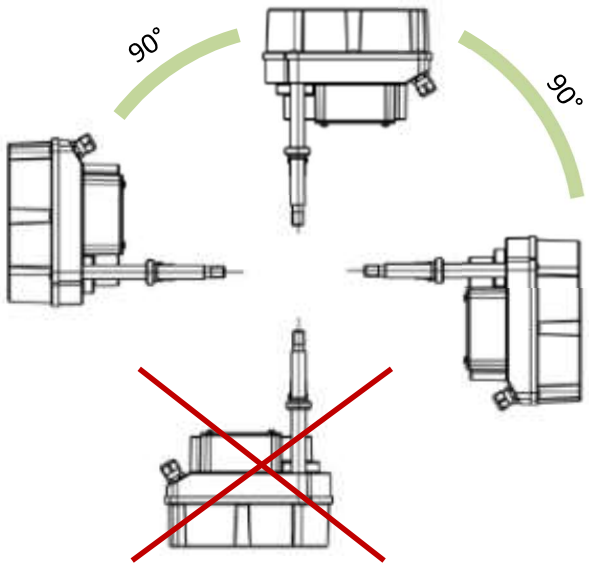

Figure 2: Position de montage
- La position de montage est arbitraire, à l'exception du «°capot vers le bas°» (figure 2).